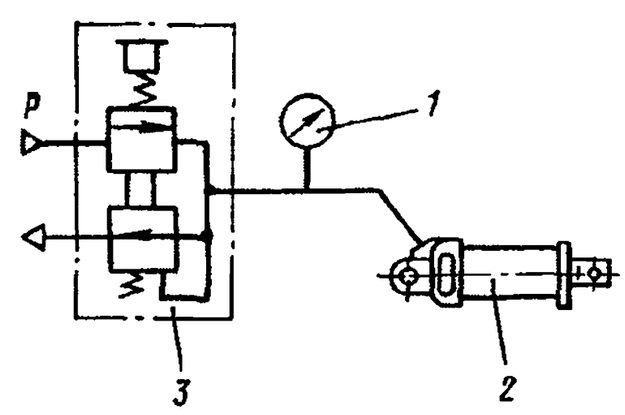

Рис. 318. Схема подключения пневматических цилиндров диаметром 35×65 и диаметром 30×25:
1. Подключите прибор *2* по схеме, изображенной на рис. 318.